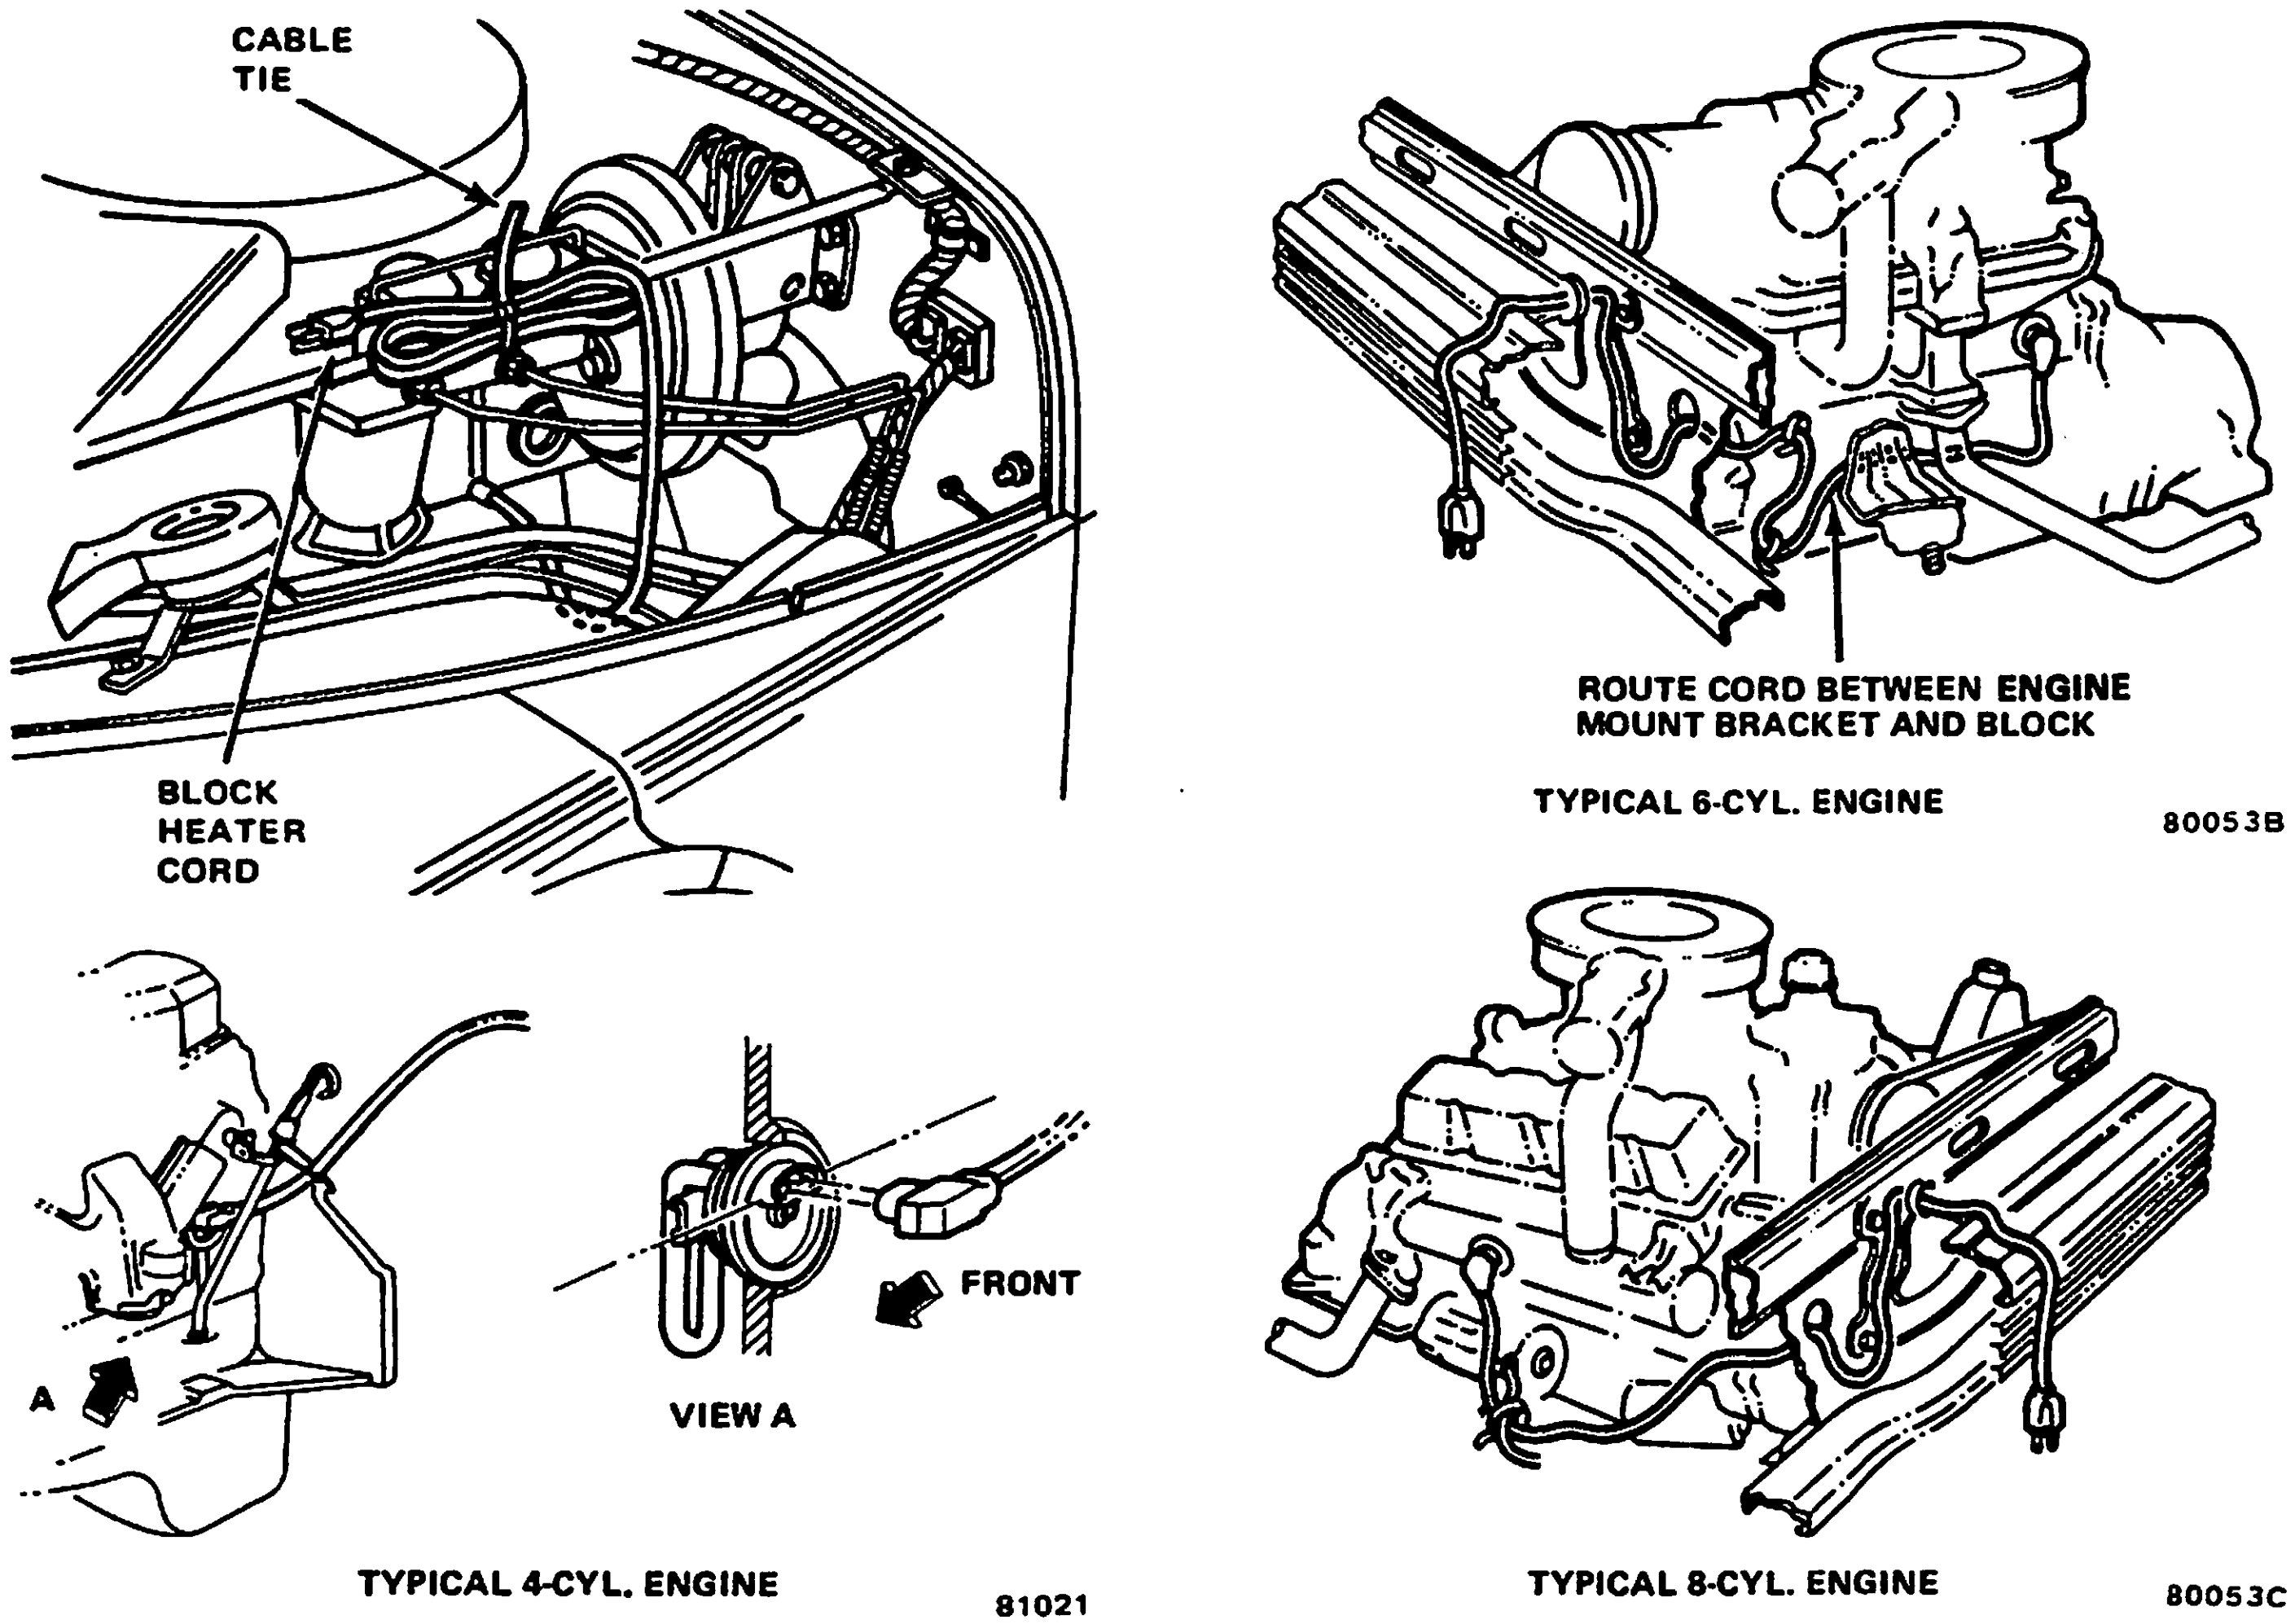

Fig. 1C-14 Cylinder Block Heater Installation
(1) Drain coolant from engine. Refer to NOTE and WARNING above.
(2) Remove core plug and install cylinder block heater (fig. 1C-14). Tighten T-bolt type with 20 inch-pounds (2.3 N•m) torque.